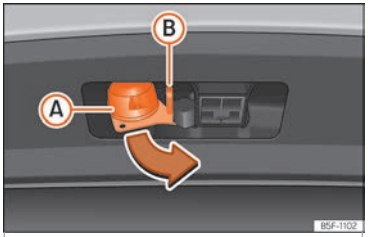

Fig. 303 Turn the 13-pin connector.
- Grip the 13-pin connector at area Ⓐ and remove it in the direction of the arrow ››› Fig. 303.
- Grip the 13-pin connector at area Ⓐ and insert it in the opposite direction to the arrow ››› Fig. 303.
The safety lug Ⓑ ››› Fig. 303 is used to hook up the trailer's retainer cable.